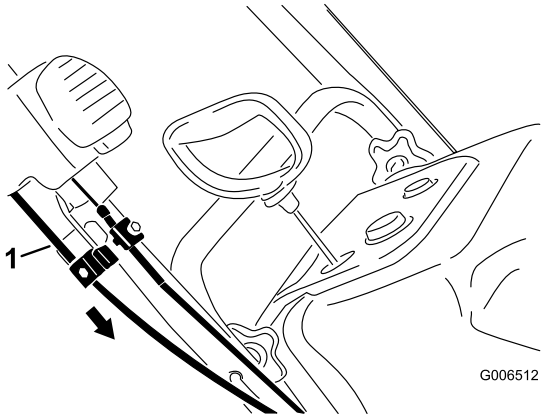

Figur 41
4. Håll utkastaren rakt framåt, dra det nedre vajerhöljet nedåt tills vajern spänns och dra åt skruven på den nedre vajerklämman ordentligt (Figur 41).